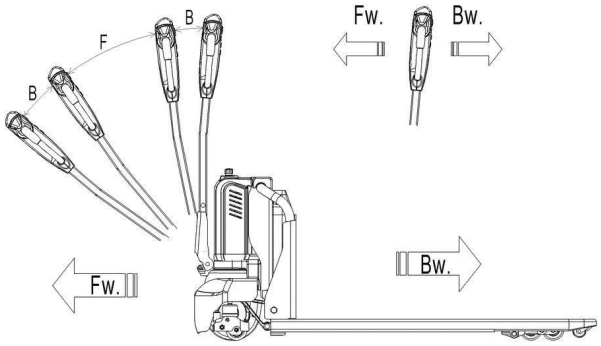

Abb. 8: Vorwärts/Rückwärts fahren
Schritt 5: Nachdem Sie den Elektro-Hubwagen durch Einstecken des Schlüssels gestartet haben, fahren Sie die Deichsel in die Arbeitszone ("F", Abb. 8). Drehen Sie den Gasgriff in die gewünschte Richtung nach vorne „Fw.“ oder nach hinten „Bw.“ (Abb. 8).